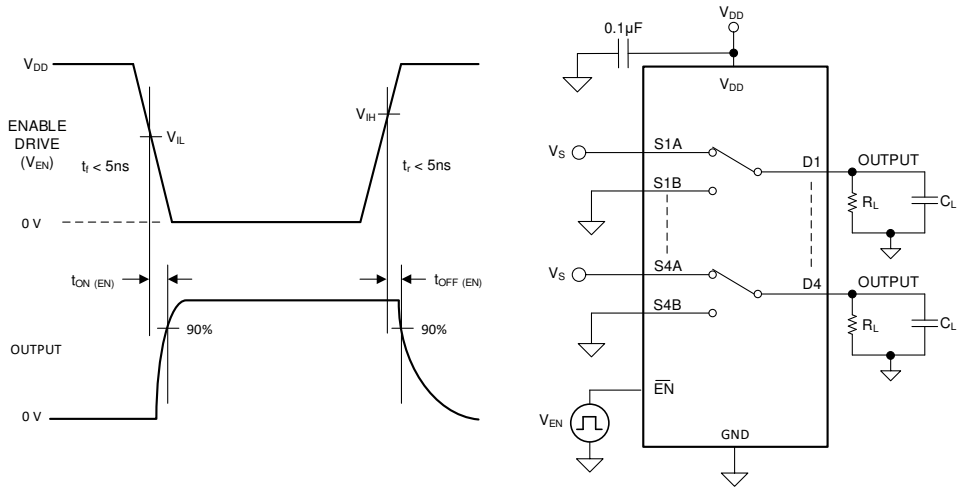

Figure 7-6. $t_{ON\ (EN)}$ and $t_{OFF\ (EN)}$ Time Measurement Setup
7.6 $t_{ON\ (EN)}$ and $t_{OFF\ (EN)}$ Time
The $t_{ON\ (EN)}$ time is defined as the time taken by the output of the device to rise to 90% after the enable has fallen past the logic threshold. The 90% measurement is used to provide the timing of the device being enabled in the system. Figure 7-6 shows the setup used to measure the enable time, denoted by the symbol $t_{ON\ (EN)}$.
The $t_{OFF\ (EN)}$ time is defined as the time taken by the output of the device to fall to 90% after the enable has fallen past the logic threshold. The 90% measurement is used to provide the timing of the device being disabled in the system. Figure 7-6 shows the setup used to measure enable time, denoted by the symbol $t_{OFF\ (EN)}$.